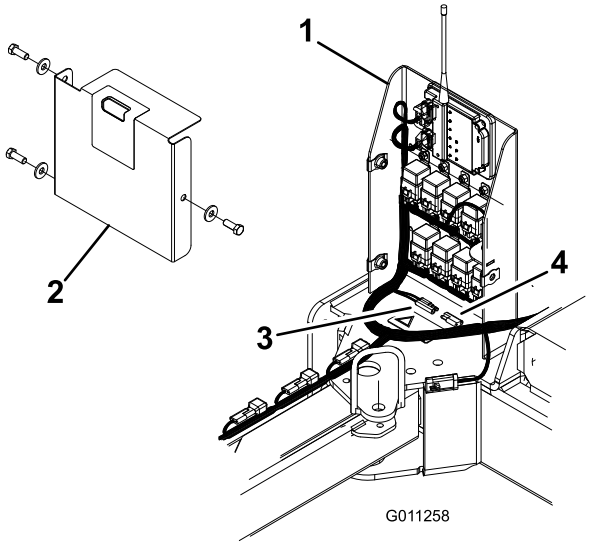

Figuur 35
- Verwijder de (3) schroeven en ringen waarmee de kap aan de stroomkast is bevestigd en verwijder de kap (Figuur 35).
- Verwijder de dop van de connectoren op de oranje en rode draad in de stroomkast (Figuur 35).